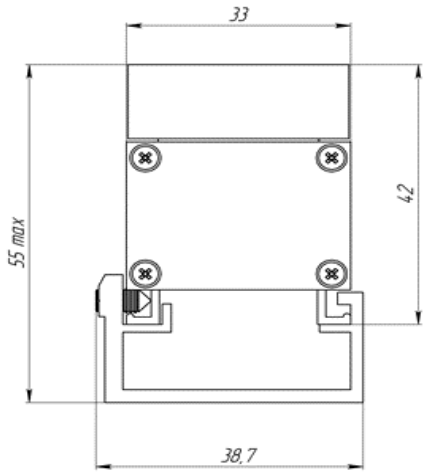

Рис. 1
2.3 Габаритные, установочные размеры и крепежные элементы представлены на рис.1
3.2. Установить кронштейн из комплекта светильника на монтажную поверхность. Светильник установить на кронштейн и закрепить монтажными болтами (крепежные болты в комплект не входят). Усилие закручивания болта не менее 4 Н*м. Габаритные и установочные размеры указаны на рис.1.